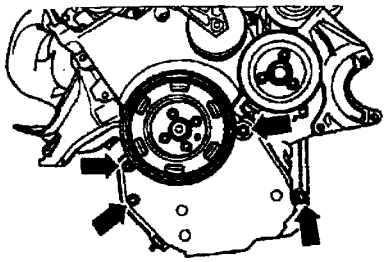

图 1－77
(5) 割断电缆接头（如图 1－78 箭头所示），打开起动机电缆定位器，拆下电缆。